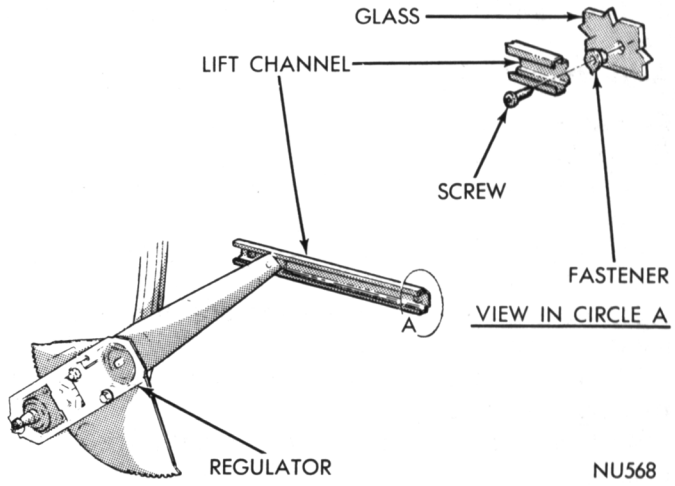
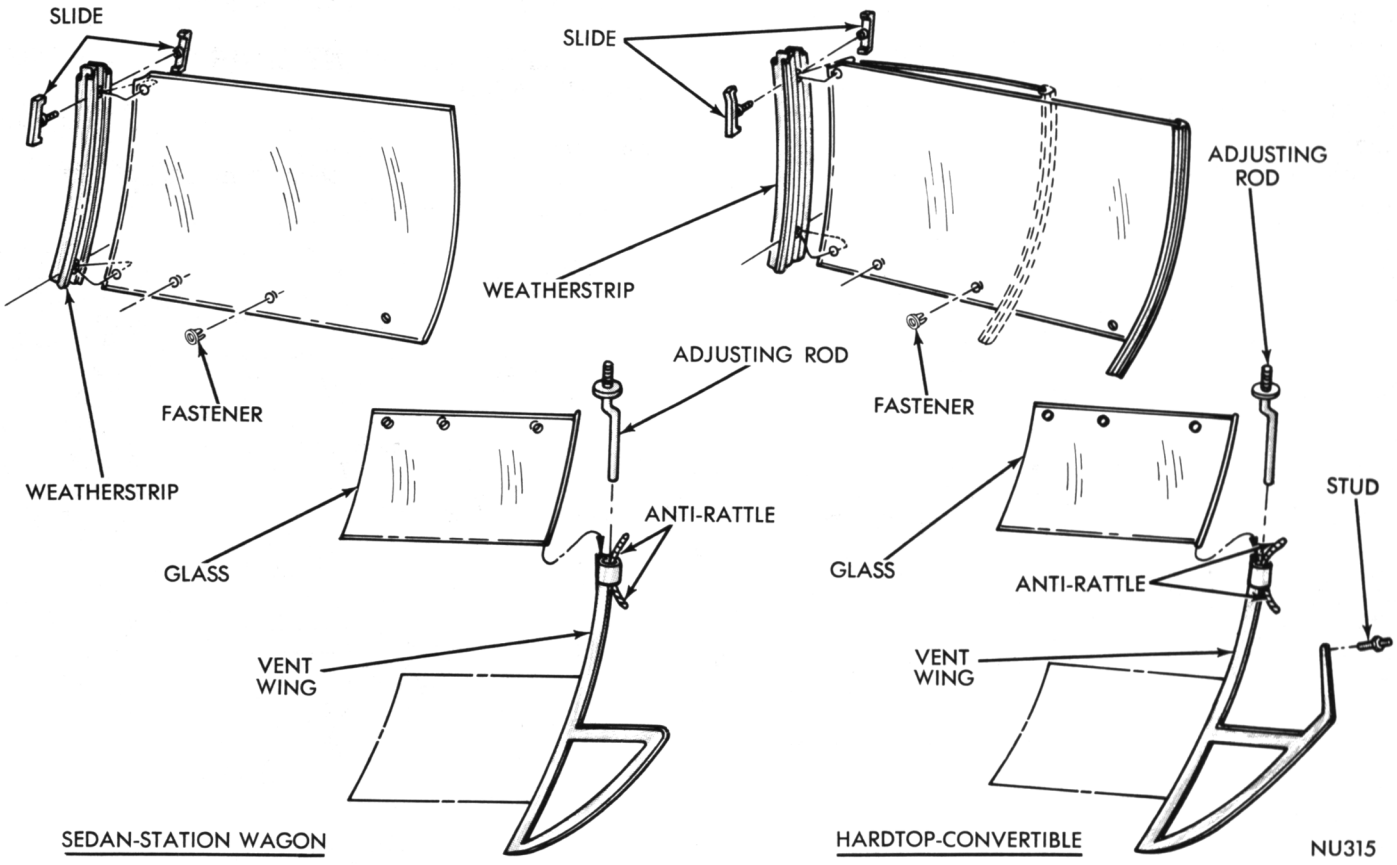

Fig. 36—Lift Bracket
Fig. 37—Glass Assembly
(4) Remove lift channel to door glass fastener screws (Fig. 36).
(5) Tilt top of glass inward and remove door glass and vent wing assembly.
(1) Invert door glass and vent wing assembly.
(2) Remove vent wing adjusting stud at hinge reinforcement (Fig. 37).
(3) Remove lower adjusting stud and anti-rattle from division channel.
(4) Slide door glass assembly out of vent wing division channel.
(5) Remove slide assembly from glass and weatherstrip (Fig. 36) by pulling slide halves apart.
(6) Remove weatherstrip from glass.
(7) Push lift channel fasteners out of glass.
(1) Insert lift channel fasteners into glass from concave side (Fig. 37).
(2) Position weatherstrip on glass front edge with notched end in up position.
(3) Raise edge of weatherstrip and insert slide at attaching in glass. Secure by pressing together.
(4) With glass and vent wing in inverted position (Fig. 36) insert slides on glass assembly into vent wing division channel.
(5) Insert anti-rattle into division channel adjusting bracket loop opposite loop joint.
(6) Insert smooth end of adjusting rod into bracket loop between anti-rattle and loop joint.
(7) Install adjusting stud to vent wing hinge loosely.
(8) Apply rubber lubricant sparingly to each side of vent wing belt weatherstrip lip for entire length.